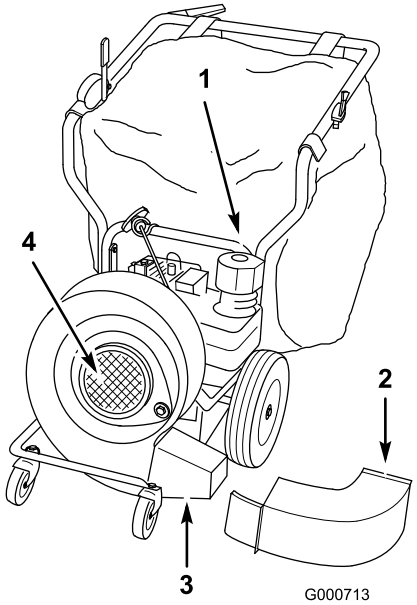

Figur 21
3. Ta bort uppsamlarhalsen från blåsarens utkastare (Figur 21). (Du kan ta bort hela uppsamlaren vid behov.)
4. Ta bort den fästbult och låsbricka som säkrar blåsarens utkastare och ta bort utkastaren (Figur 21).
5. Montera blåsarröret och säkra det med de fästelement som du tog bort i steg 4 (Figur 21).
10. Lyft upp blåsarhuset något och vrid det 120° medsols (när du befinner dig mittemot blåsaren) (Figur 21).
14. Montera blåsarintagsgallret och säkra det med en av de brickor och låsmuttrar som du tog bort i steg 2 (Figur 21).